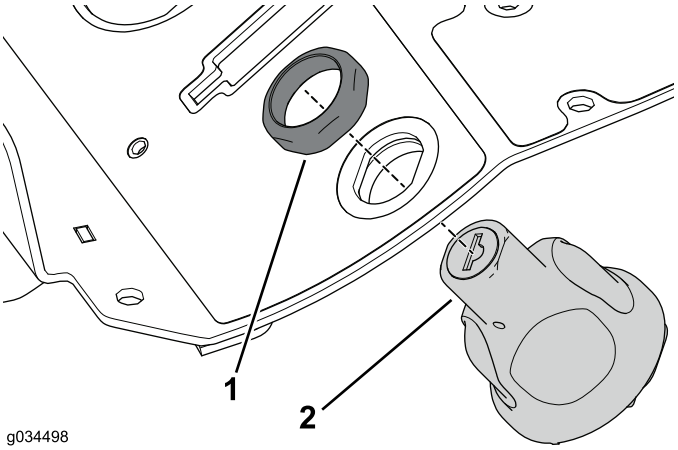

Figura 29
4. Utilice la tuerca de retención que retiró anteriormente para sujetar el interruptor de encendido a la consola (Figura 29).